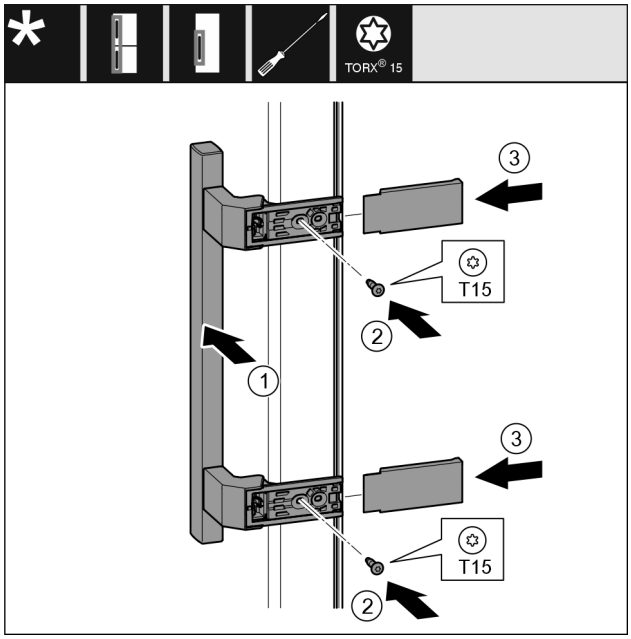

Fig. 55
▶ Aplicați mânerul *Fig. 55 (1)* pe partea opusă.
▶ Înșurubați ferm șuruburile *Fig. 55 (2)* cu șurubelnița.
▶ Aplicați și împingeți capacele *Fig. 55 (3)* laterale.